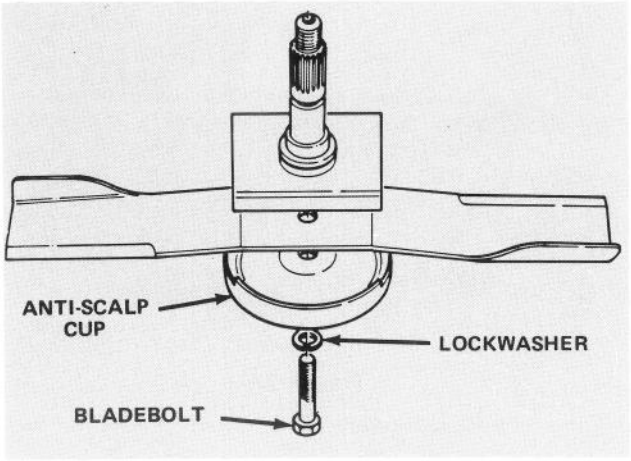

Figure 19
2. Grasp end of blade using a rag or thickly padded glove. Remove bladebolt, lockwasher, anti-scalp cup and blade from spindle shaft (Fig. 19).